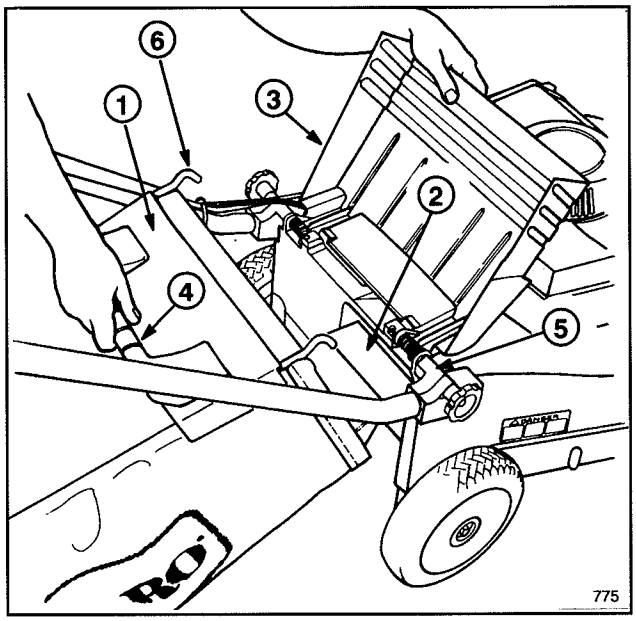

Abbildung 4
1. Die Auswurfklappe anheben, den Ansatz des Sacks in die Auswurföffnung schieben und den Sackrahmen auf den Haltebolzen am Gehäuse schieben (Abb. 4).
Das Kurbelgehäuse mit Öl vom Typ SAE 30 füllen, bis der Ölstand die Markierung VOLL auf dem Meßstab erreicht (siehe Abb. 4). Das Kurbelgehäuse faßt maximal 0,75 Liter Öl. Verwenden Sie qualitativ hochwertige Öle, die den API (American Petroleum Institute) Normen SE, SF oder SG entsprechen.